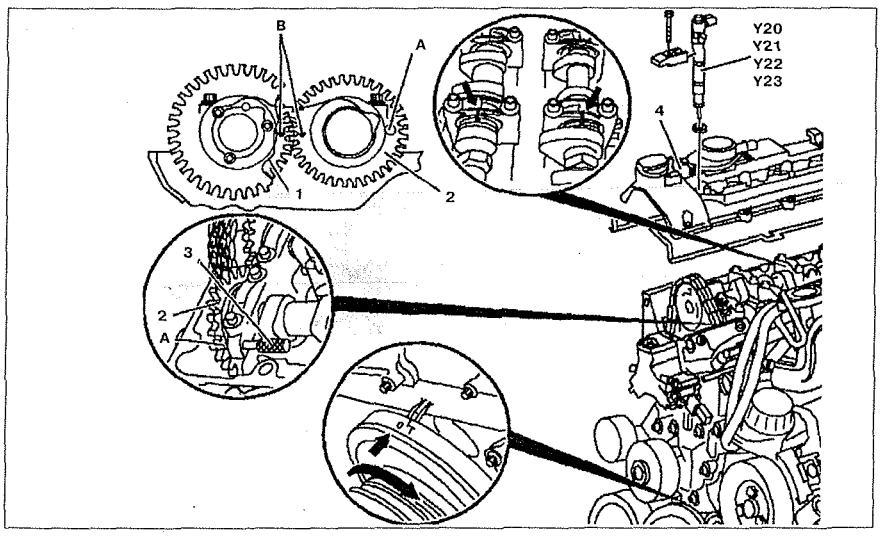

Рис. 5.24. Проверка основного положения распределительных валов:
3. Две метки **B** на шкивах распределительных валов **1** и **2** должны быть расположены одна напротив другой и метки на распределительном вале и крышке подшипника распределительного вала должны быть совмещены **(стрелки)** (см.рис.5.24).